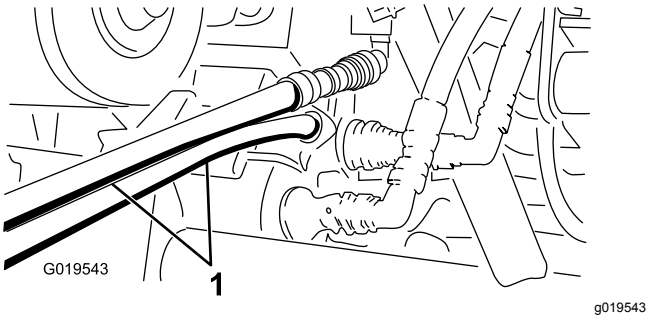

Figur 71
5. Koppla ihop de två slangarna med kopplingen som fortfarande sitter i kopplingsfästet på den andra maskinen (koppla den övre slangen till den övre kopplingen och den undre slangen till den undre kopplingen (Figur 71).